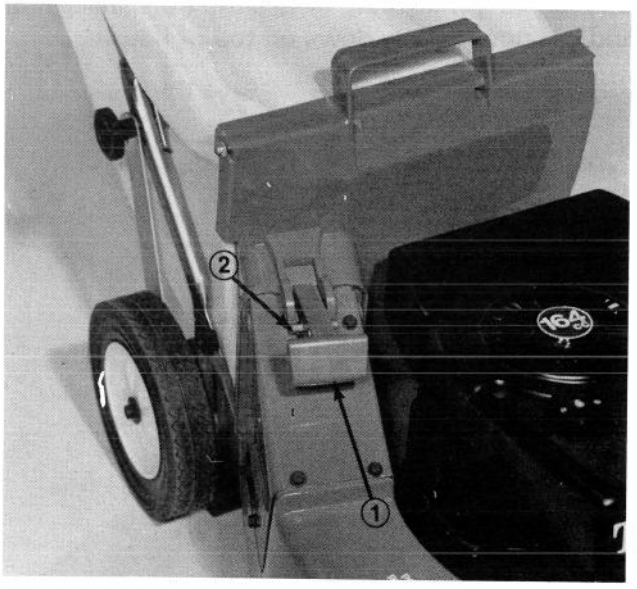

Figure 19
1. ⚠ Assure engine is not running, move chute door handle fully forward, and check to insure handle latch pin is against inside of hook (Fig. 19).